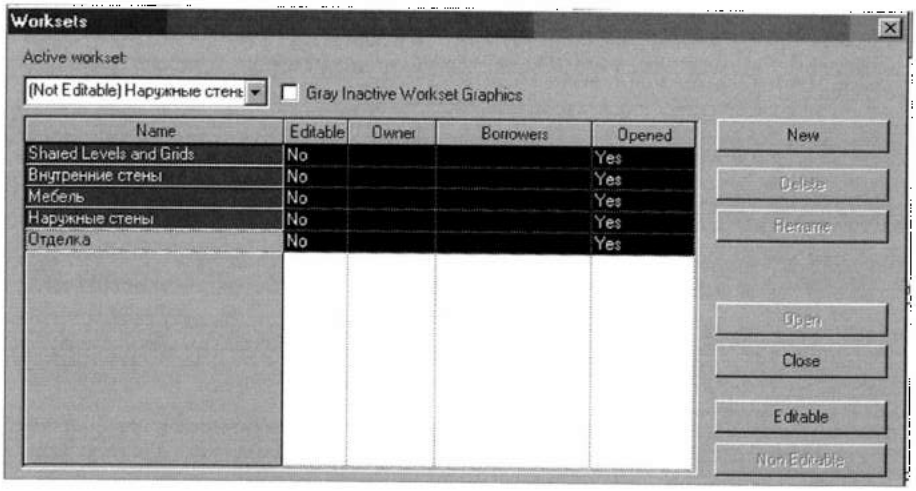

Рис. 28.4. *Формирование доступа к рабочим наборам*
2. Нажать **Non Editable**. Имя из столбца **Owner** (Владелец) исчезает, и все значения в столбце **Editable** изменяется на *No* (рис. 28.4).
3. Нажать **Open**. Если в предыдущем пункте было выбрано значение *Specify*, откроется бокс **Opening Worksets** (Открываемые рабочие наборы), аналогичный боксу **Worksets** (см. рис. 28.4). Указать другие рабочие наборы, которые должны быть открыты, и нажать OK.